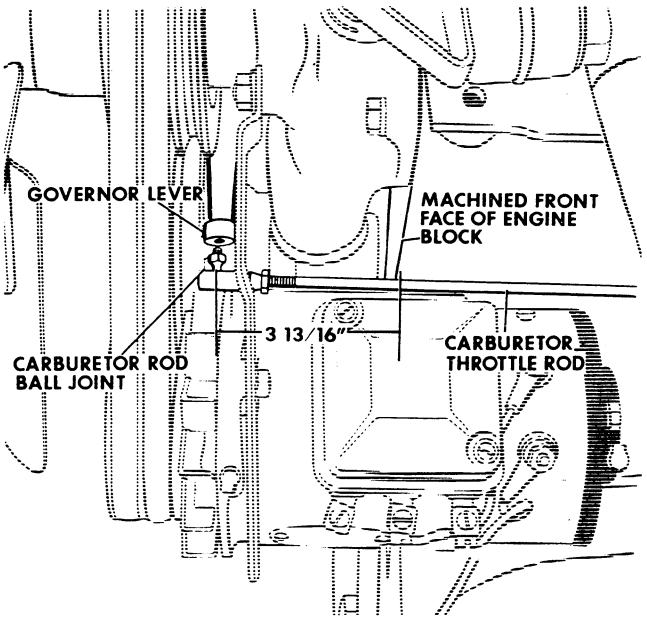

Figure 1
1. Disconnect the rod connecting the governor lever to the carburetor, Figure 1.
Measure the distance from the center of carburetor rod ball joint hole in the governor lever to the machined front face of the engine block. It must be 3-13/16 inches, Figure 1.